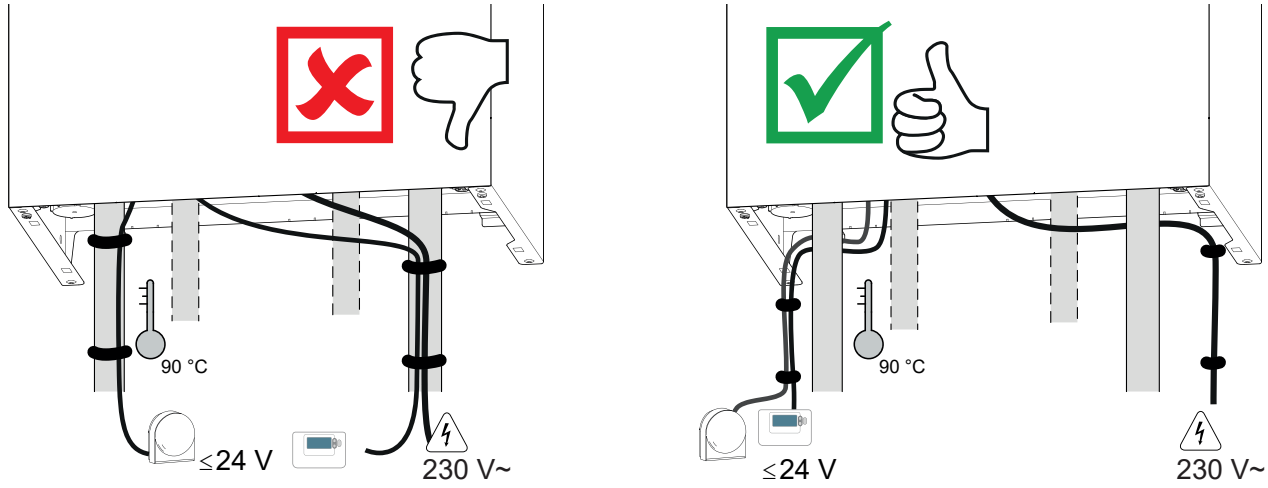
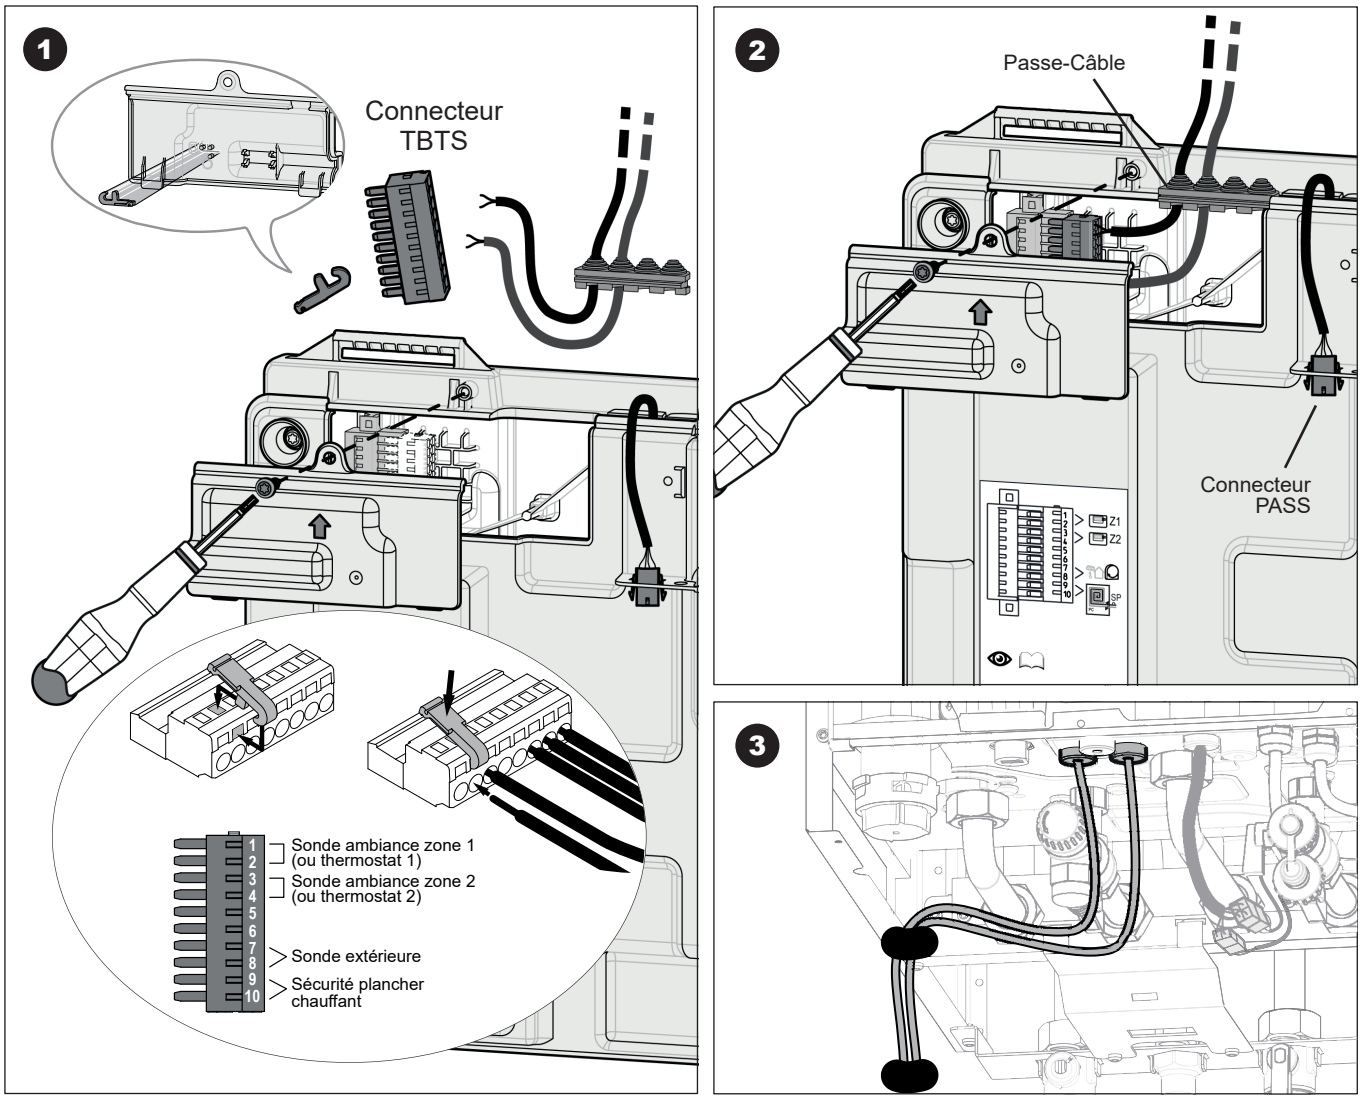

fig. 19 - Chemin de câbles
fig. 25 - Accès bornier TBTS
- Effectuer les raccordements suivant les schémas (*fig. 19* et *fig. 25, page 29*).